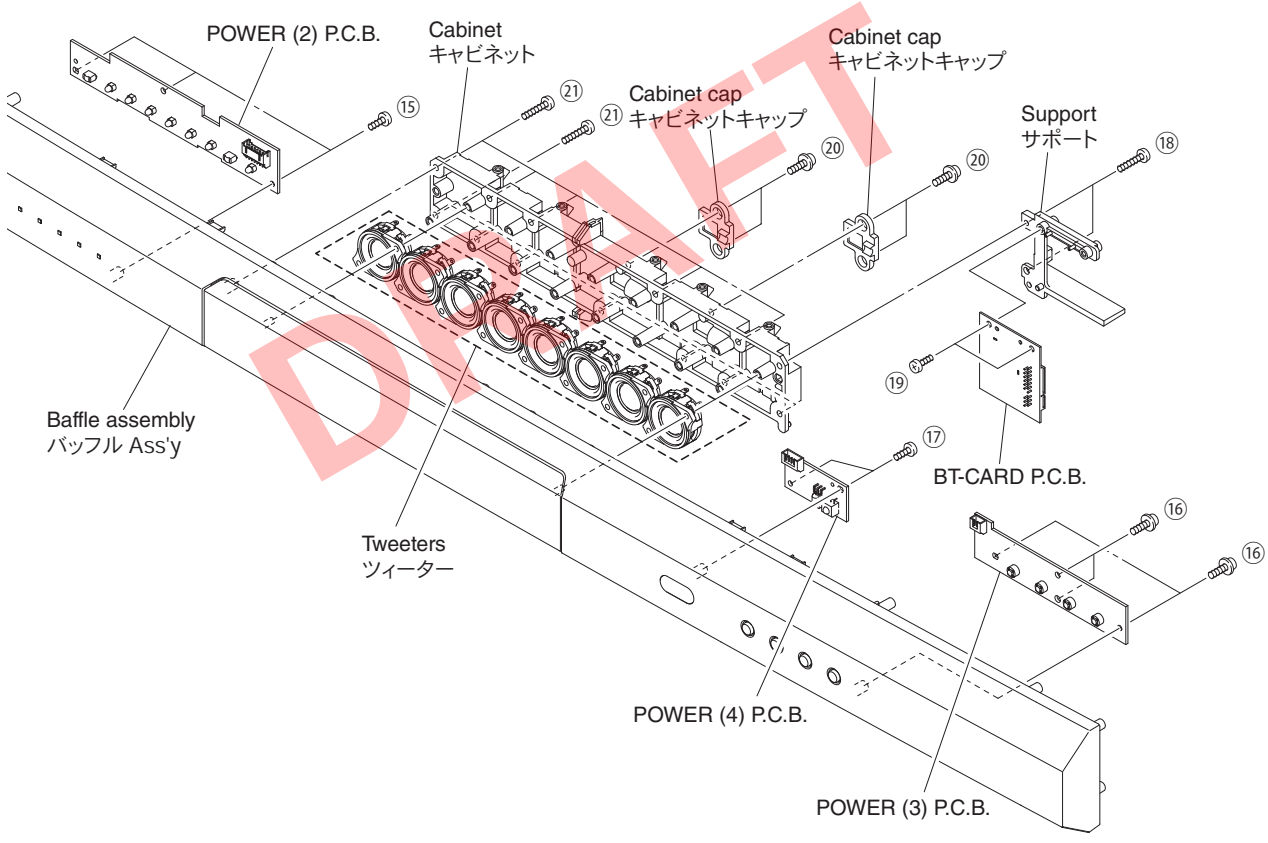

Fig. 4
8. Removal of POWER (2), (3) and (4) P.C.B.
a. Remove 3 screws (⑮), 4 screws (⑯) and 2 screws (⑰). (Fig. 4)
b. Remove the POWER (2), (3) and (4) P.C.B. (Fig. 4)
a. Remove 2 screws (⑱). (Fig. 4)
b. Remove 2 screws (⑲). (Fig. 4)
c. Remove the BT-CARD P.C.B. (Fig. 4)
a. Remove 4 screws (⑳). (Fig. 4)
b. Remove the cabinet cap. (Fig. 4)
c. Remove 12 screws (㉑). (Fig. 4)
d. Remove the tweeters together with the cabinet. (Fig. 4)
a. ⑮ のネジ 3 本、⑯ のネジ 4 本、⑰ のネジ 2 本を外します。(Fig. 4)
b. POWER（2)、(3)、(4）P.C.B. を外します。(Fig. 4)
a. ⑱ のネジ 2 本を外します。(Fig. 4)
b. ⑲ のネジ 2 本を外します。(Fig. 4)
c. BT-CARD P.C.B. を外します。(Fig. 4)
a. ⑳ のネジ 4 本を外します。(Fig. 4)
b. キャビネットキャップを外します。(Fig. 4)
c. ㉑ のネジ 12 本を外します。(Fig. 4)
d. ツィーターをキャビネットと一緒に外します。(Fig. 4)
- Spread the rubber sheet and the cloth. Then place P.C.B.s on the cloth and check it. (Fig. 4)
- ゴムシートと布を敷き、その上に P.C.B. を置いてチェックします。(Fig. 4)